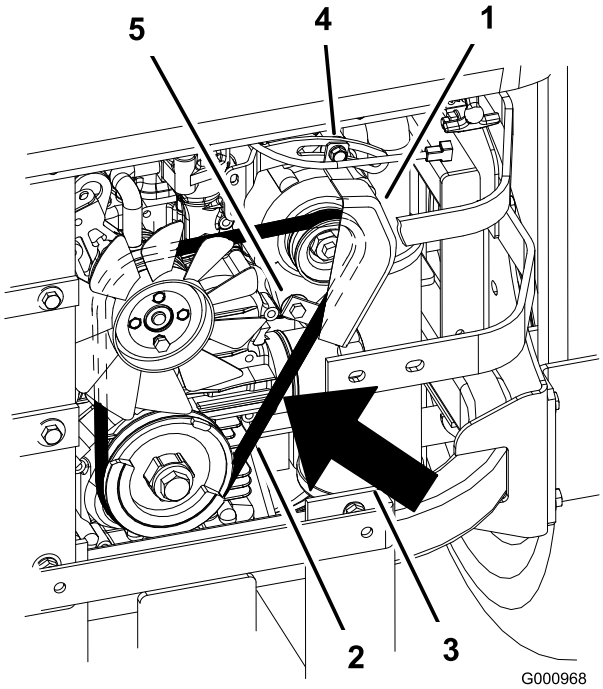

Figur 62
7. Løsne den nedre bolten og fjern den øvre bolten som fester generatoren og deksel (Figur 62).
9. Monter en ny rem rundt remskivene og generatoren (Figur 62).
14. Stram den nedre bolten og sett i den øvre bolten som fester generatoren og deksel (Figur 62).
2. Juster generatoren til utsiden inntil du kan trykke ned remmene med 7 til 9 mm mellom motoren og generatorens remskiver med 10 kgf styrke (Figur 62).
5. Hvis svikten er korrekt, strammer du øvre og nedre bolt (Figur 62).